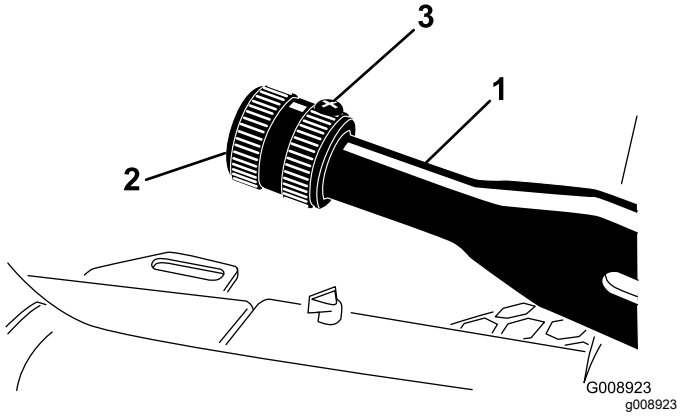

Figuur 59
2. Draai de stelschroef los waarmee de knop is bevestigd aan de parkeerremhendel (Figuur 59).